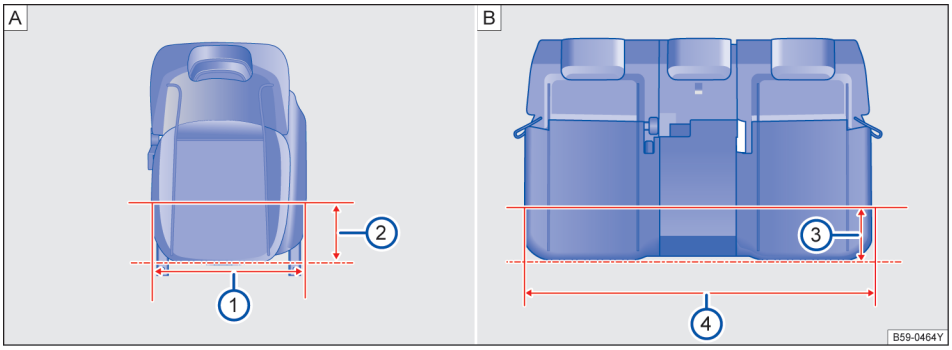

图 66 座椅座宽
如图 →图 66 A 在距离前排座椅边缘 200mm 时 →图 66 A ②，前排座椅座垫宽度为 494mm →图 66 A ①。
如图 →图 66 B 在距离后排座椅边缘 200mm 时 →图 66 B ③，后排座椅座垫宽度为 1242.2mm →图 66 B ④。 ◁